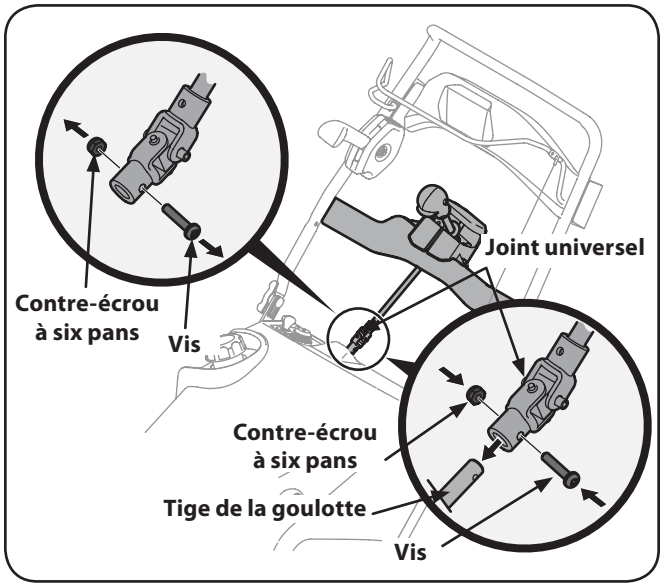

Figure 3-8
3. Enlevez la vis et le contre-écrou à six pans du joint universel. Voir la Fig. 3-8.
4. Installez le joint universel sur l'extrémité de la tige de la goulotte, comme à la Fig. 3-8.
5. Installez le joint universel avec l'écrou à six pans et la vis enlevés plus tôt. Voir la Fig. 3-8.